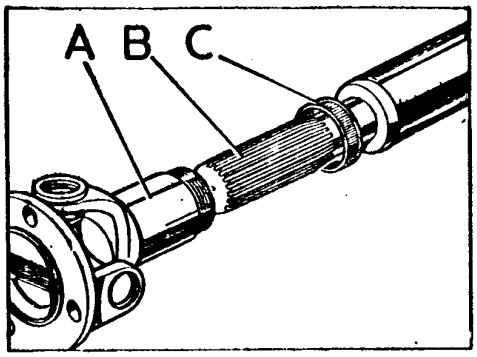

Fig. D-7 Junta cardan del árbol de transmisión
1.1. Desenroscar la tapa-guardapolvo, C (Fig. D-7), y se separará del árbol, B, el manguito, A.